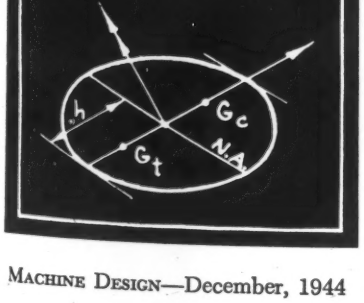

Fig. 7—For elliptic section in pure bending the line of centroids is a diameter perpendicular to direction of applied couple
a. Elliptic section, Figs. 7 and 8. The line of centroids, $G_t\ G_c$, is a diameter perpendicular to the direction of the applied couple (*Fig.* 7) or passing through the point of application of the load (*Fig.* 8). The neutral axis has a direction conjugate to the diameter of the centroids. It is a diameter in the case of bending with $F_{tu}=F_{cu}$. This case will be examined more completely in paragraph *c*.